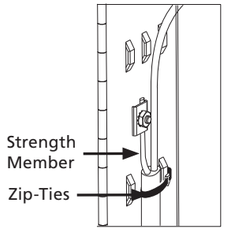

Figure 9
3. Tie down cable assembly and secure strength member with crush lug **(Figure 9)**.
4. Tie down cable and secure strength member with crush lug **(Figure 9)**.
3. Tie down cable assembly. When using a cable with a strength member, use the crush lug to secure the strength member **(Figure 9)**.
8. Tie down cable and secure strength member with crush lug **(Figure 9)**.